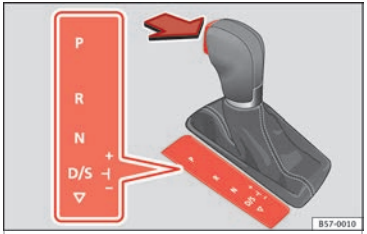

Fig. 166 Selector lever lock.
– Press the brake pedal *and*, at the same time, hold the lock button in the direction of the arrow **»» Fig. 166**.